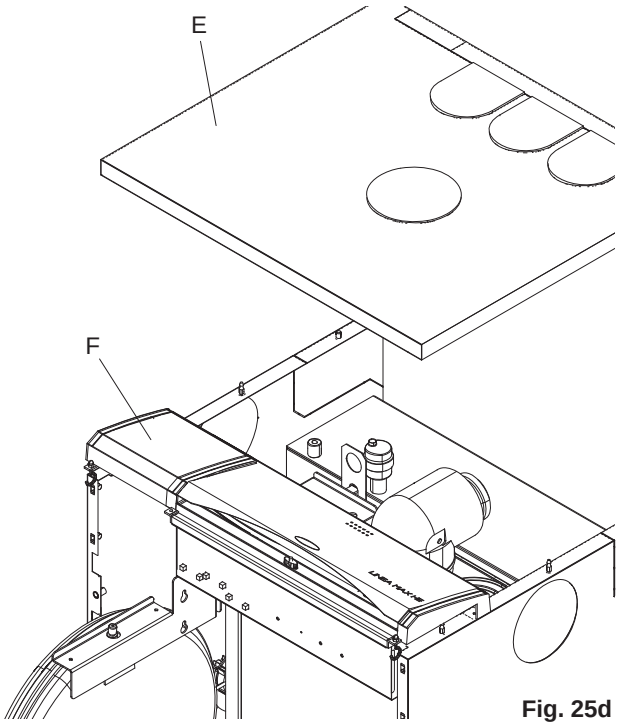

Fig. 25d
Position the electrical panel (F) on top of the boiler so that it is supported by the two side panels (see fig. 25d).